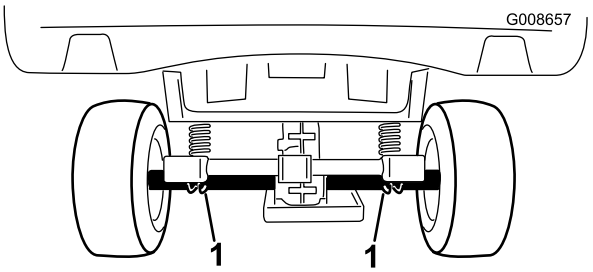

Figur 26
- Lyftpunkten baktill på maskinen sitter under axelrören (Figur 26).